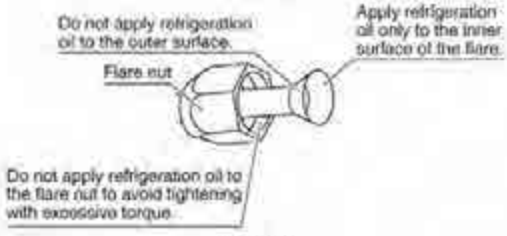

Fig. 10
- **To prevent gas leakage, apply refrigeration oil only to the inner surface of the flare. (Use refrigeration oil for R410A.) (Refer to Fig. 10)**
(2) Refrigerant piping